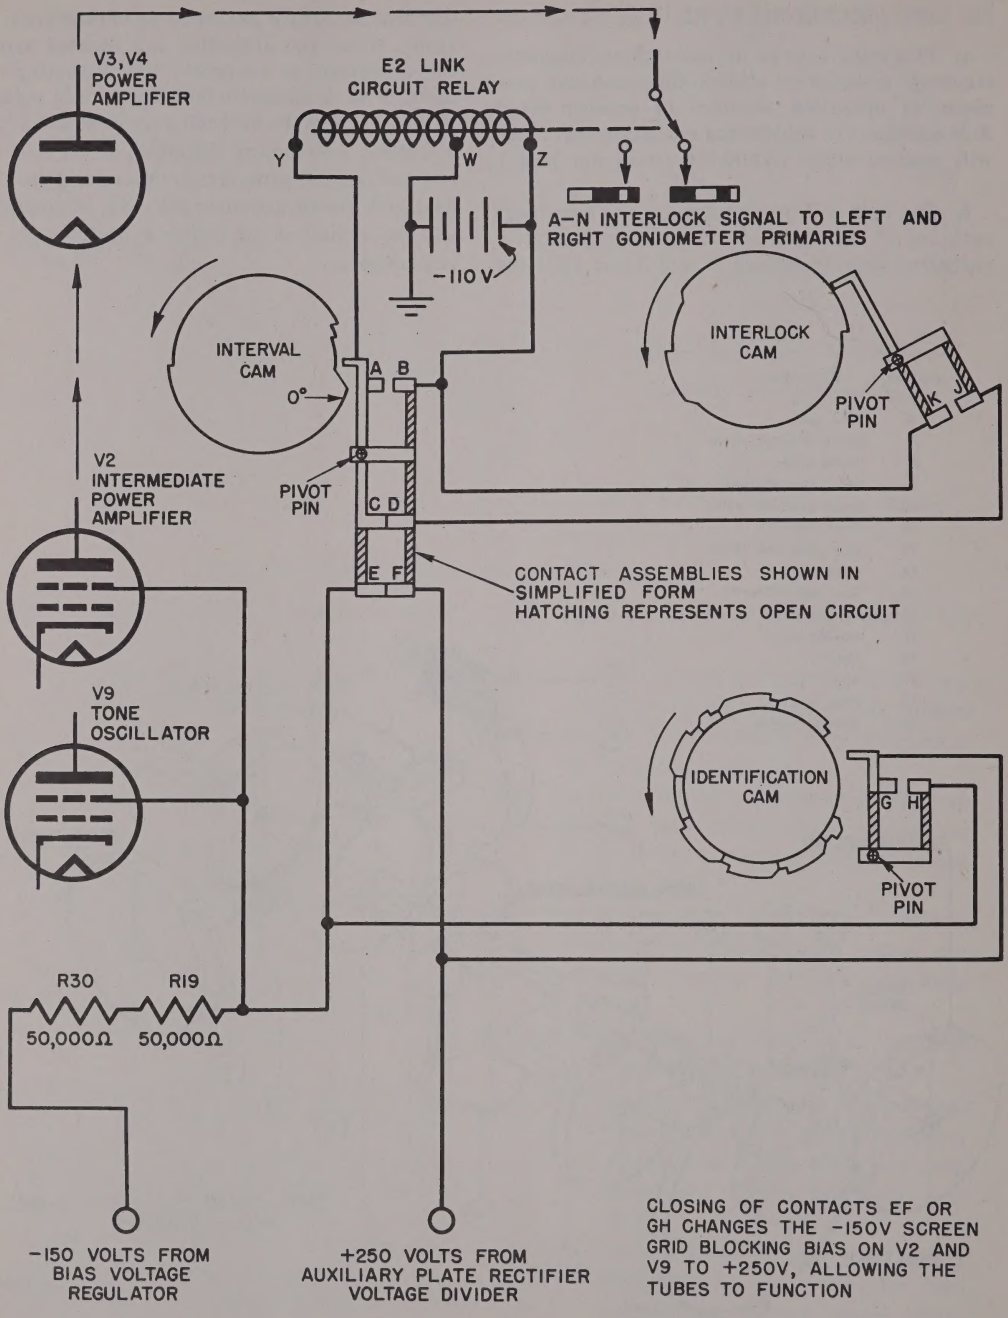

Figure 54. Keying circuits, simplified diagram.
45. LINK CIRCUIT RELAY E2 (Figs. 54 and 55)